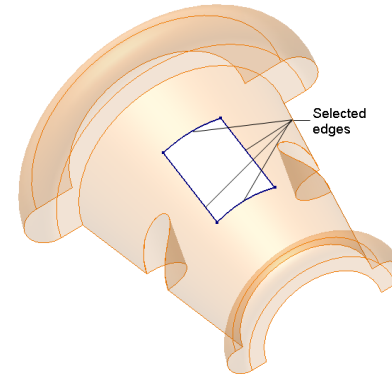

Figure 18-62 *3D Sketch created using edges*
8. Select the four edges that resulted from the split surface which was removed from the base surface, see Figure 18-62.